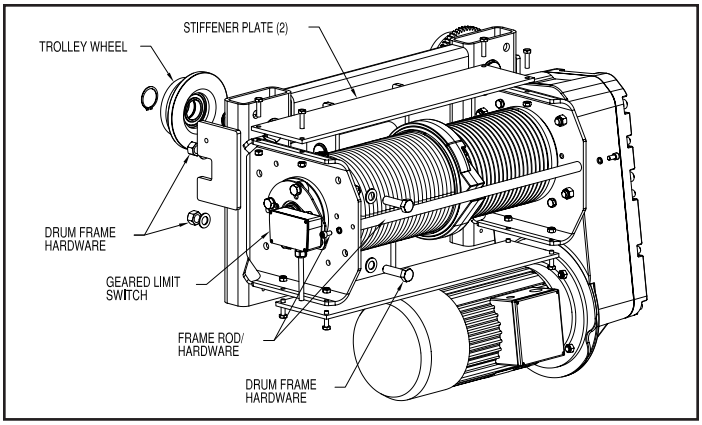

Figure 5-6. Drum Frame & Geared Limit Switch ("B" & "C" Frame Shown)
b) Remove the geared limit switch or disconnect the wires so that the electrical cable will not inhibit removal of the drum. (see Figure 5-6).
c) Remove the hoist from the beam, place it on the ground and provide adequate means to support the drum before removing the frame rod cap screw(s) and stiffener plate hardware ("B" & "C" Frame only) at the outboard end drum frame (see Figure 5-6).